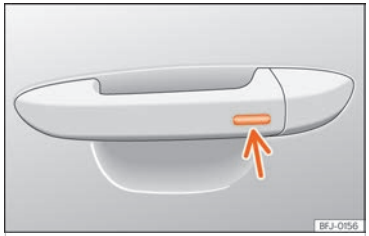

Fig. 67 Maneta de la porta: superfície sensora.
- **O BÉ** mitjançant el sistema Keyless Access (només tancament): Mantingueu un dit durant uns segons sobre la superfície sensora de bloqueig ››› **fig. 67** (fletxa) de la maneta de la porta perquè es tanquin les finestretes i el sostre. Si es deixa de tocar la superfície sensora s'interromp la funció de tancament.
Mantingueu un dit durant uns segons sobre la superfície sensora de bloqueig ››› fig. 67 (fletxa) de la maneta de la porta perquè es tanqui el sostre. Si es deixa de tocar la superfície sensora s'interromp la funció de tancament.